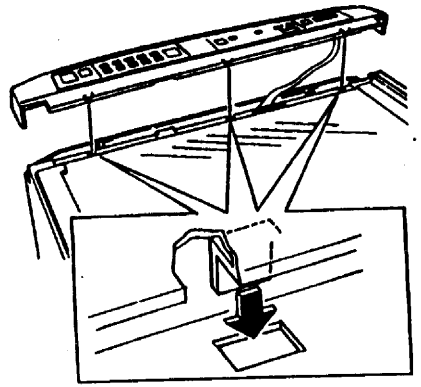

Рис. 2 Установка узла пульта управления
1. (Рис. 2) Зафиксируйте три собачки, расположенные на раме оптической системы, и закрепите узел пульта управления винтами.